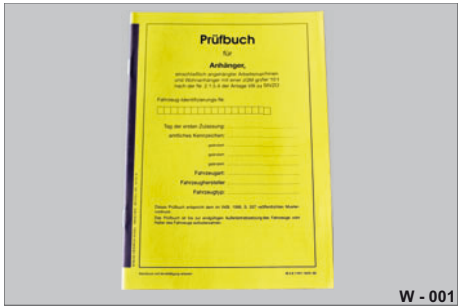

Abb. 1 Prüfbuch für Anhänger
- ▶ Lassen Sie die Prüfungen im Prüfbuch des Anhängers (Abb. 1) dokumentieren.